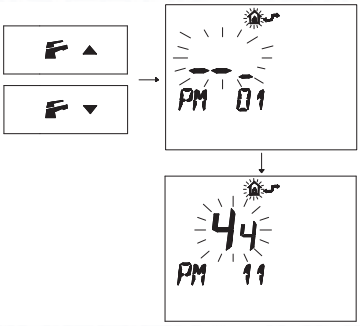

Fig. 7.30
- Press buttons ▼ or ▲ to display the **"PM11"** program of the pump post-circulation (Fig. 7.30).